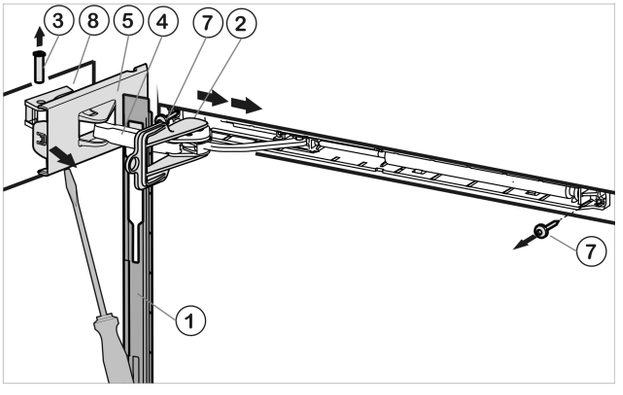

*Fig. 6*
▶ Desplace hacia delante el panel a través del estribo del amortiguador *Fig. 6 (4)* en dirección del aparato.
▶ Encaje el seguro *Fig. 6 (2)* en el agujero oblongo.
▶ Suelte la cubierta *Fig. 6 (5)*en el lado de la bisagra hasta el primer enganche con la ayuda de un destornillador.
▶ Extraiga el perno *Fig. 6 (3)* presionando desde abajo.
▶ Presione el estribo del amortiguador *Fig. 6 (4)* en dirección de la puerta.
▶ Suelte por completo la cubierta *Fig. 6 (5)* en el lado de la bisagra y retírela.
▶ Retire el panel *Fig. 6 (1)*.
▶ Desatornille la unidad de amortiguador de cierre (2 Torx® 15) *Fig. 6 (7)*.
▶ Desatornille la pieza de cojinete *Fig. 6 (8)* y cámbiela al lado opuesto girándola 180°. Dado el caso, grabe los agujeros de tornillo o utilice un destornillador de batería.